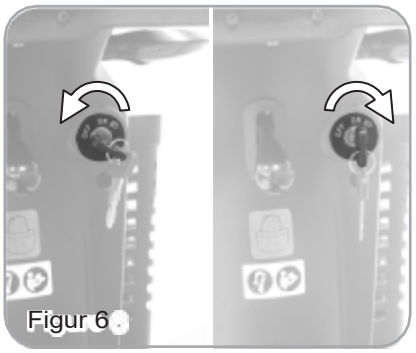

Figur 6
□Vrid nyckeln till höger - Promenadskotern sätts på. Figur 6